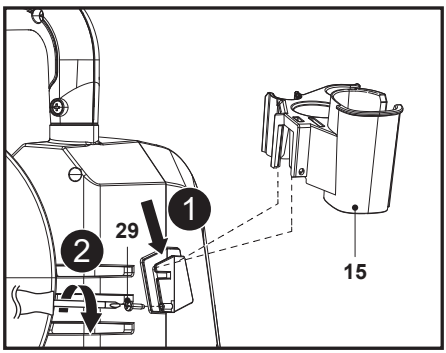

Fig. 1a
1. Deslice el soporte de suspensión (15) sobre su soporte y alinee el orificio de montaje; a continuación, utilice un destornillador de estrella adecuado (no suministrado) para fijar la conexión con el tornillo (ST3,5 x 13) (29) (Fig. 1a).